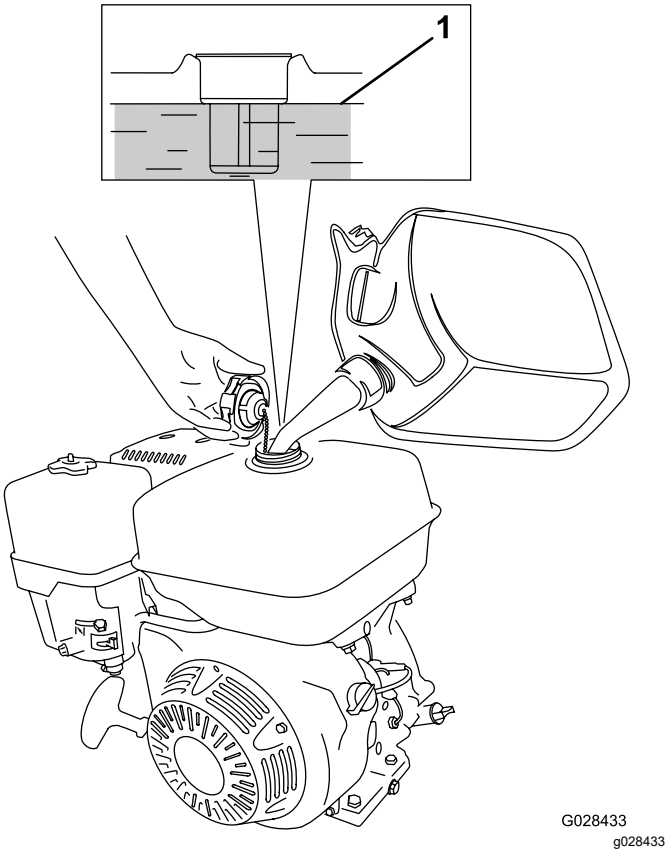

Figur 16
1. Rengør området omkring brændstoftankens dæksel, og tag dækslet af tanken (Figur 16).